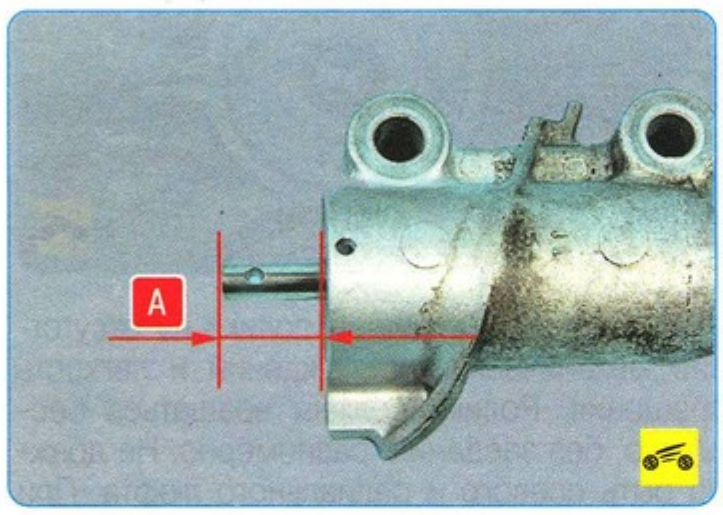

Рис. 5.9. Проверка полного хода штока натяжителя
29. Измерьте выступание штока натяжителя в свободном состоянии. Если выступание **А** (рис. 5.9) менее 9,1 мм, замените натяжитель.